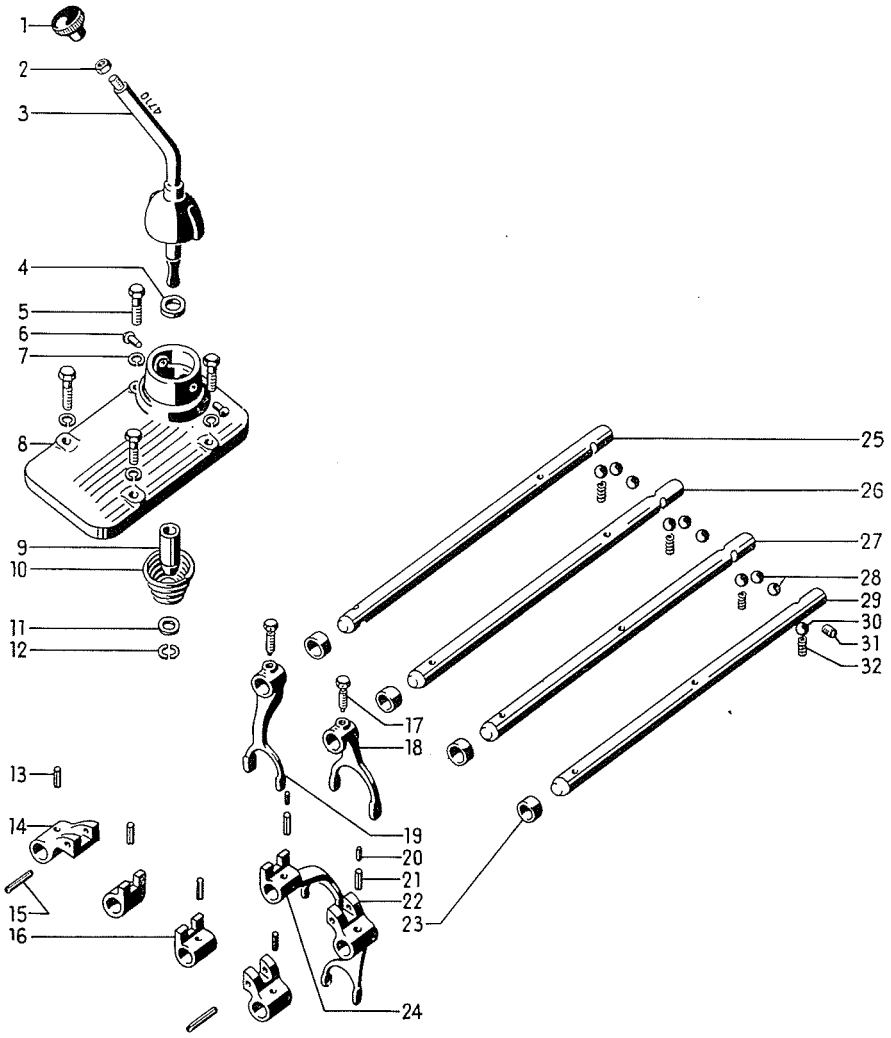

Bild 291
D-214 und D-217 Standard Schlepper haben längere Schaltstangen, welche in das Kupplungsgehäuse hineinragen und über einen besonderen Schaltdeckel (8) auf dem Kupplungsgehäuse geschaltet werden, Bild 291.